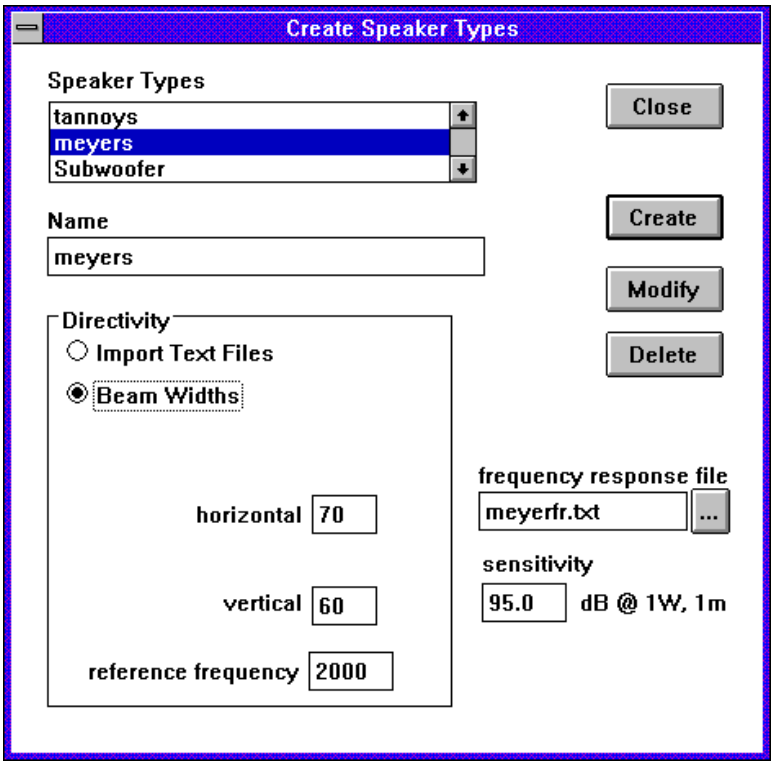
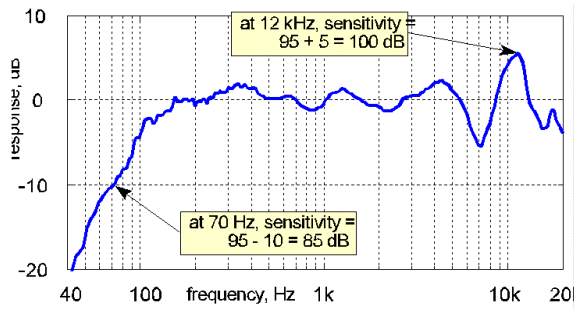

Figure 5 *Create Speaker types* dialog box.
Figure 6 Relationship between sensitivity and frequency response. Wherever the frequency response is zero, the sensitivity is the nominal value of 95 dB.
A speaker type is defined by its sensitivity, frequency response, and directivity. The sensitivity is the sound pressure level in dB one meter in front of the speaker when one watt of electrical power is put into it. Thus, it has the unit of dB_{SPL} @ 1W, 1m. It is often reported as a single number, but, in truth, this is an average over a range of frequencies, so the frequency response gives us more detail. Thus, if the documentation tells you that the sensitivity is 95 dB, your first question should be, "at what frequency?" For example, suppose the sensitivity of a speaker is rated at 95 dB, and the frequency response is as shown in Figure 6. Wherever the frequency response graph reads 0 dB, the sensitivity is 95 dB—the "nominal" value. However, at 70 Hz the frequency response is –10 dB. This implies that the true sensitivity at 70 Hz is 95 – 10 = 85 dB. Likewise, at 12 kHz the frequency response is +5 dB, which implies that the true sensitivity at 12 kHz is 95 + 5 = 100 dB.
Frequency response and sensitivity are entered by means of the two lower-right controls in the *Create Speaker Types* dialog shown in Figure 5. The sensitivity is entered directly, but the frequency response is entered as the name of a file. The file can be selected by clicking the small button just to the right of the text control. This file should contain two columns of text; the first column is the frequencies, and the second column is the response corresponding to those frequencies. A portion of the file used to create Figure 6 is shown in Table 1. The values in any row are separated by tabs or spaces. The constraints on this file are as follows: (1) the frequencies need to increase with each row; (2) the response is in dB; (3) each column must contain the same number of values. If the range of frequencies is less than the full bandwidth used by WinSound (i.e., 31 Hz to 20 kHz), WinSound will make some assumptions. Specifically, WinSound will apply 12 dB/octave rolloff for frequencies below the minimum and/or above the maximum frequencies in the file. Otherwise, WinSound will use linear interpolation for frequencies within the range of the file.